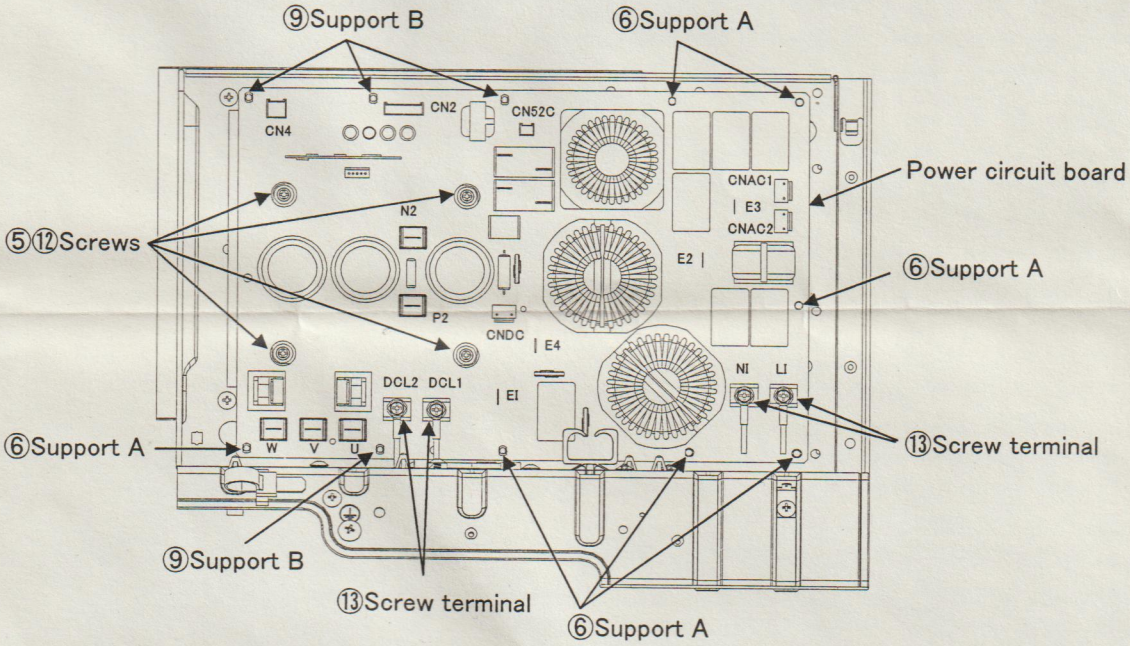
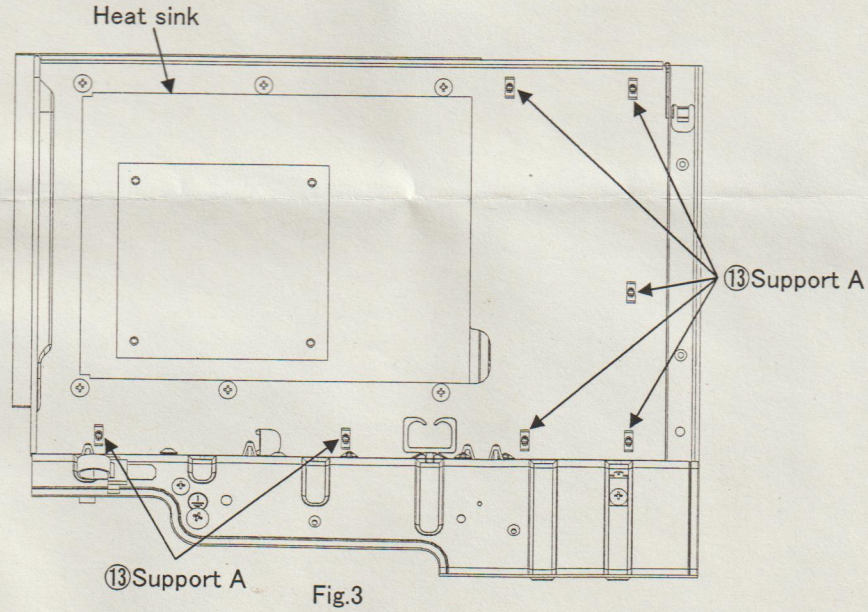

Fig.2
Fig.3
④Disconnect all following wirings from power circuit board; U,V,W,P2,N2,EI,E2,E3,E4,CNDC,CN2,CN4, CNAC1,CNAC2,CN52C,LI,NI,DCL1,DCL2 (See Fig.2.)
⑤Remove 4 screws which fix power circuit board. (See Fig.2.)
⑥Remove support A (7) which fix power circuit board. (See Fig.2.)
⑦Remove power circuit board.
⑧Wipe off silicon on Heat sink thoroughly. (See Fig.3.)
⑪Attach power circuit board to electrical parts box. (See Fig.3.)
⑫Fix board with screws(⑤). (See Fig.2)
⑬Connect wirings(④) to the board. (See Fig.2)